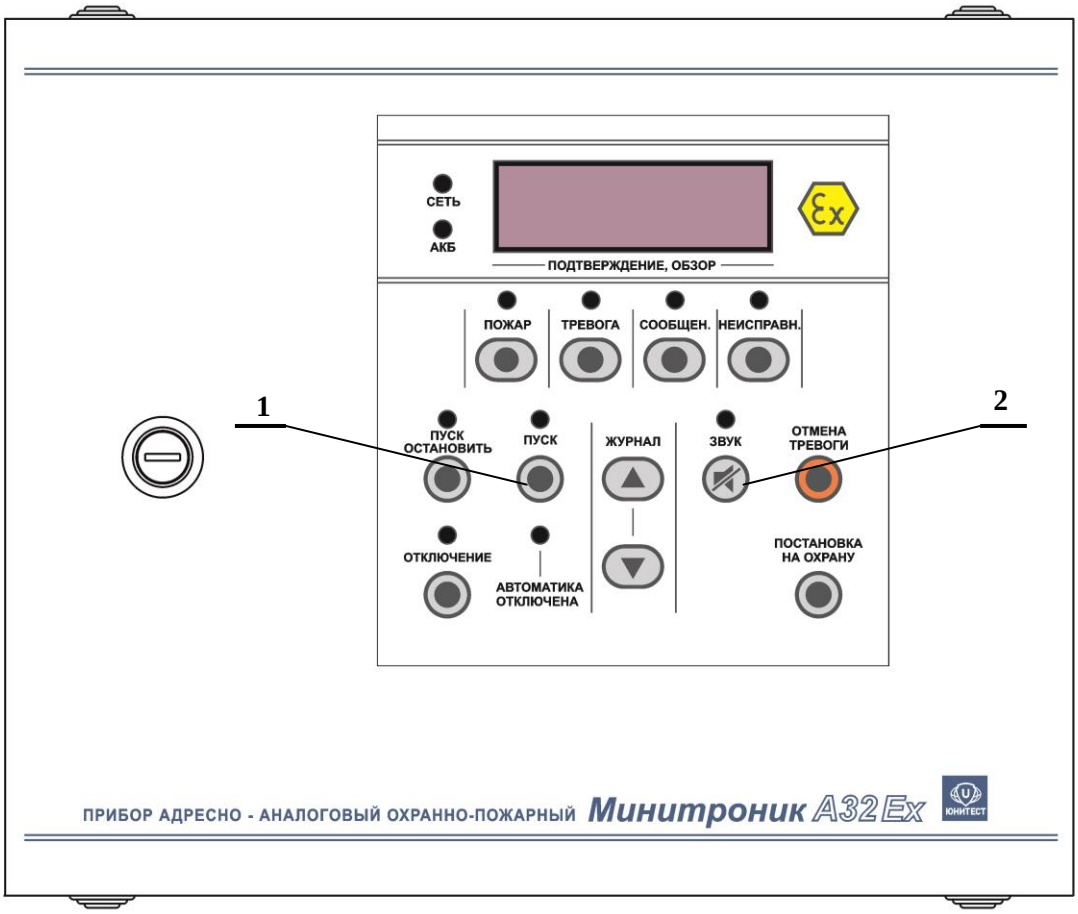

Рис.1. Органы управления и индикации АПКП «Минитроник А32.Ex».
2.1.2. Для формирования и внесения изменений в базу данных необходимо перевести прибор в режим программирования («Сервисный режим») – для этого одеть джампер «Прог.» на системной плате. В сервисном режиме останавливается опрос АУ, представленных в базе данных, а прибор переходит к работе в диалоговом режиме. По окончании программирования снять джампер на системной плате. Органы управления и индикации АПКП показаны на рис.1.